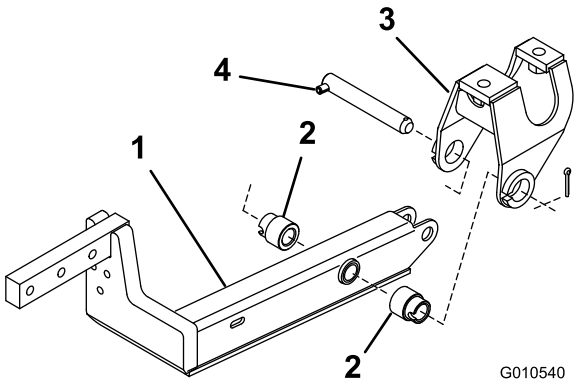

Figur 2
4. Montera lyftarmen på tappfästet med två distansbrickor, en svängtapp och en saxpinne (5/32 x 1-3/4 tum). Montera lyftarmen med böjen utåt (Figur 2).